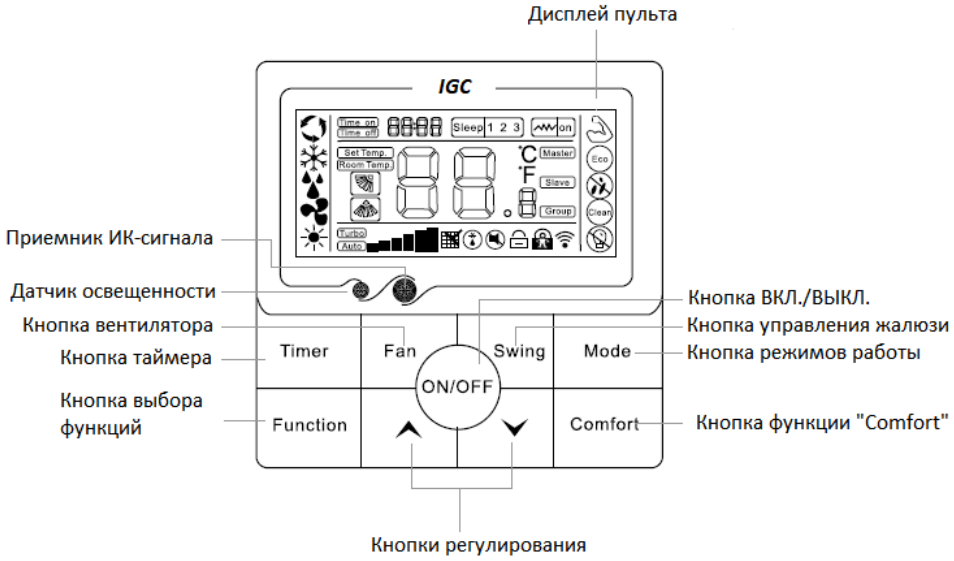

*Рисунок 7.4*
- **Описание проводного контроллера WR-04 (XK-04)** (рисунок 7.4)